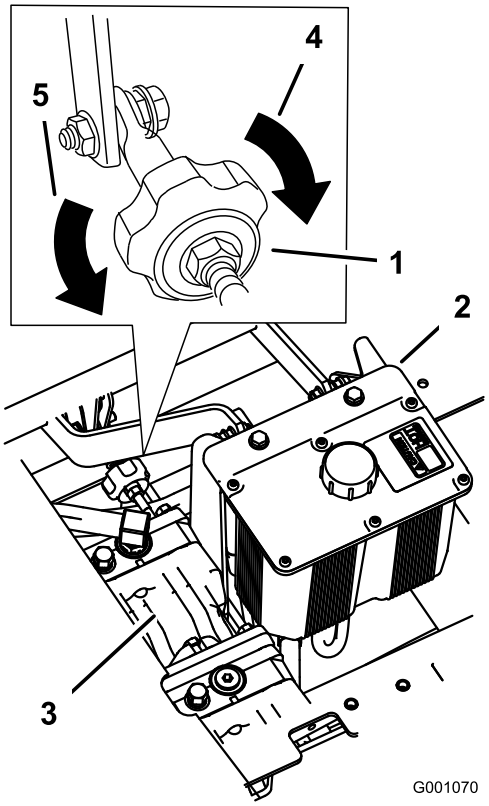

Figuur 81
2. U stelt de lengte van de pompstang af door de knop in de juiste richting te draaien totdat het wiel stilstaat of iets achteruit kruipt (Figuur 81).